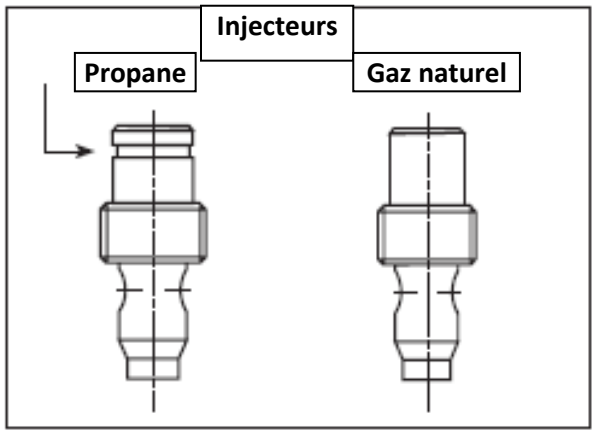

fig. 4
5. Assurez-vous que le nouvel injecteur est approprié à l'utilisation prévue. Le format de l'injecteur est inscrit sur le côté de celui-ci vers le haut. Les injecteurs pour le propane ont une rainure autour de leur circonférence près du dessus, alors que ceux pour le gaz naturel n'en ont pas. (fig. 4). Référez-vous aux instructions du manufacturier de l'appareil pour la grandeur appropriée de l'injecteur.